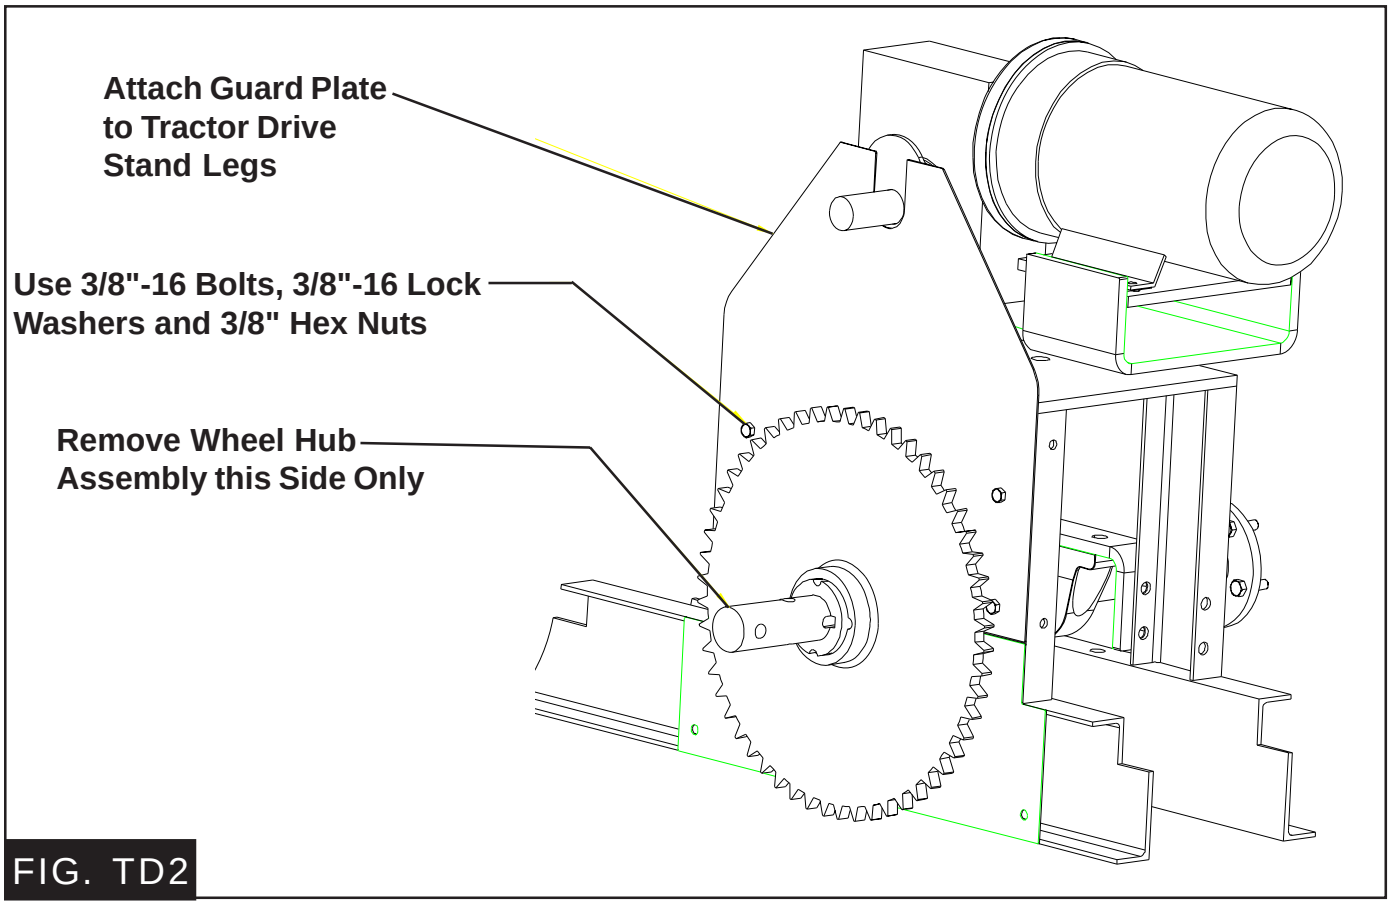

FIG. TD2
B. Attach the Guard Plate to the Tractor Drive Stand Legs using 3/8" bolts, lockwashers, and hex nuts before attaching the Drive Sprocket (See Fig TD2)